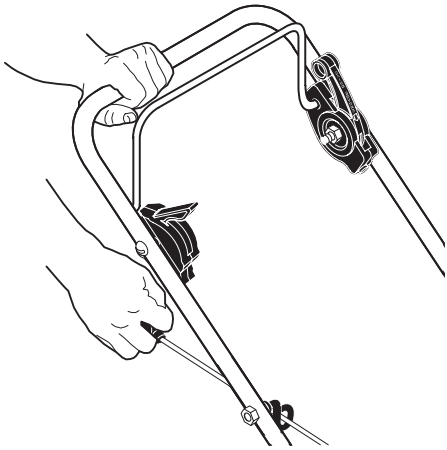

Рис. 12 Запуск двигателя
3. Встаньте позади газонокосилки. Левой рукой возьмитесь за рабочую рукоятку, а правой рукой возьмите ручку стартера (Рис. 12). Стопор рычага включения триммерной головки не нажимайте (Рис. 12).